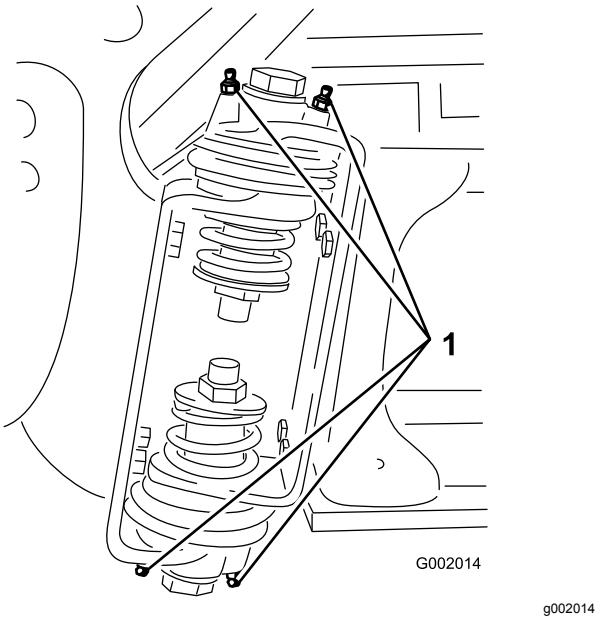

Figur 100
2. Pump smørefett inn i lageret eller hylsen ved hver nippel Figur 100.